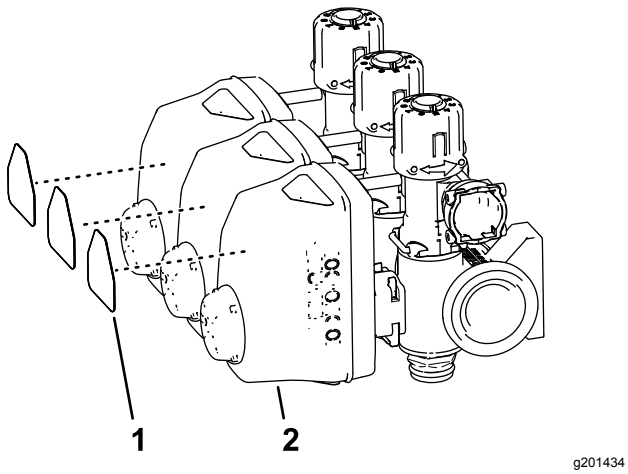

Rysunek 68
5. Zdejmij etykiety z siłowników 3 zaworów sekcji (Rysunek 68).